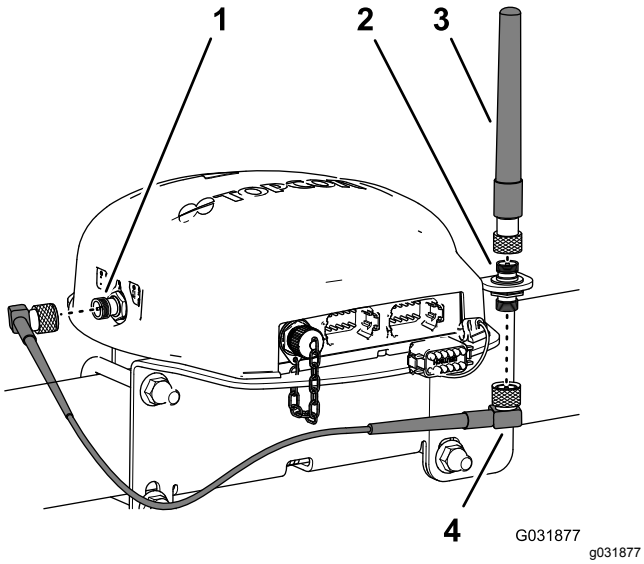

Figur 154
3. Monter RTK-antennen på den øvre koblingen til koaksialkoblingen, og stram til den riflede antennemutteren for hånd (Figur 154).
4. Monter antennekabelen løst til den nedre koblingen på koaksialkoblingen (Figur 154).
5. Før kabelen rundt bak på navigasjonsmottakeren til koaksialkontakten for CDMA- eller GSM-mobilmodemet (Figur 154).
6. Monter antennekabelen til koaksialkontakten for CDMA- eller GSM-mobilmodemet (Figur 154).